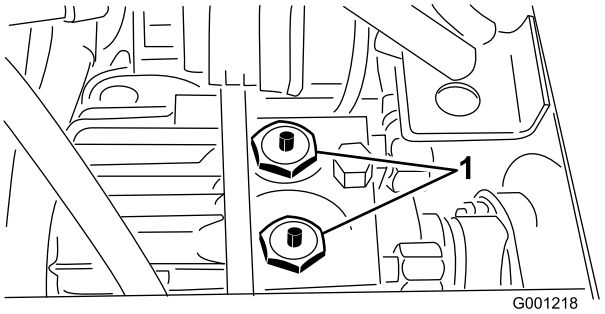

Figur 32
2. Tryk ned og tag fat om pindene, der sidder i midten af de 2 kontraventilsamlinger øverst på transmissionen (Figur 32), mens maskinen skubbes eller trækkes. Figur 32 vises uden sædet og sædemonteringspladen.